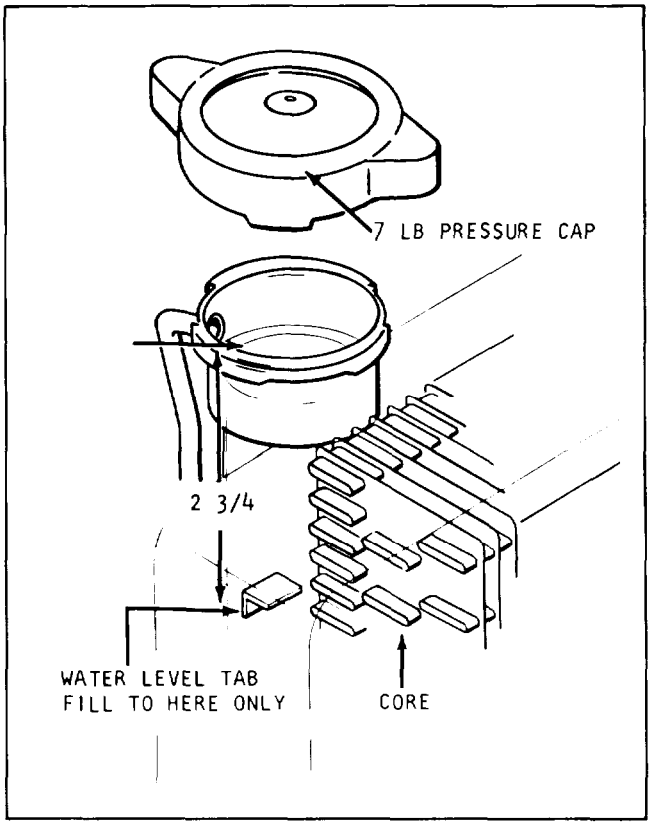

Figure 4-22. Coolant Level Indicator
b. Make certain coolant level reaches the coolant level tap inside the filler neck, 2-3/4 inches below the top of the filler as shown in figure 4-22, but never higher.
d. Refill cooling system with clean water or anti-freeze solution, to the level shown in figure 4-22.